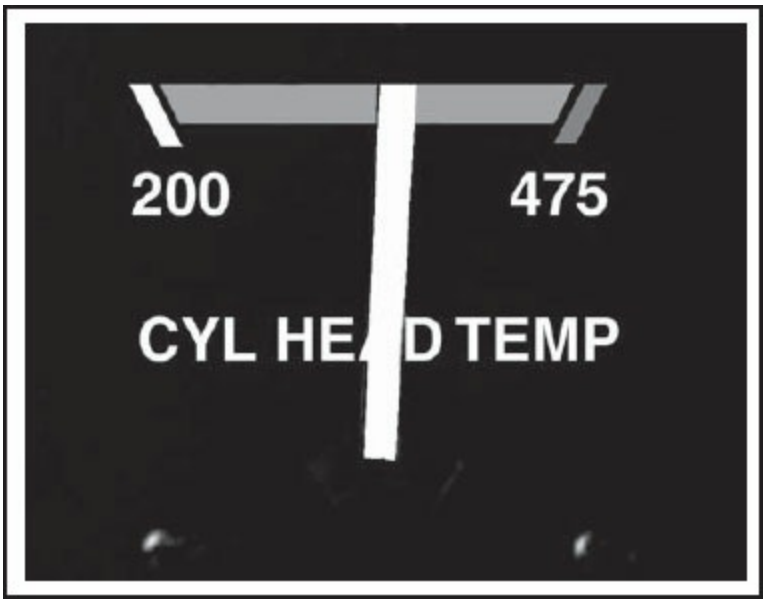

Figure 11-80. Cylinder head temperature markings allow the pilot to quickly determine if the engine is operating within the correct range of temperatures.
- Green arc — Normal operating range. [Figure 11-80]